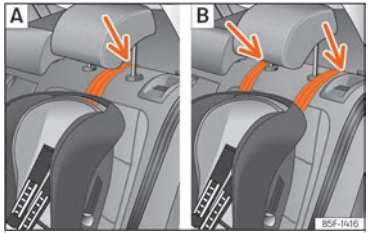

Fig. 40 Seients del darrere: ajust i muntatge en funció del cinturó Top Tether.
- Col·loqueu la corretja per sota del reposacaps (en funció de les instruccions de la cadira, aixequeu o retireu el reposacaps si és necessari) ››› fig. 40.